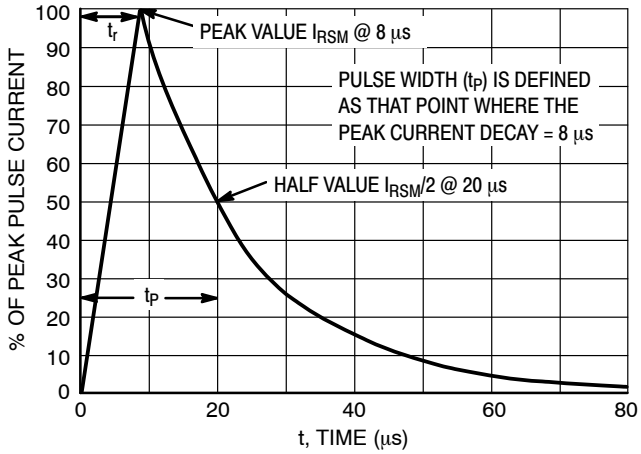

Figure 12. 8 X 20 μs Pulse Waveform
3. Non−repetitive current pulse at T_A = 25°C, per IEC61000−4−5 waveform. (See Figure 12)